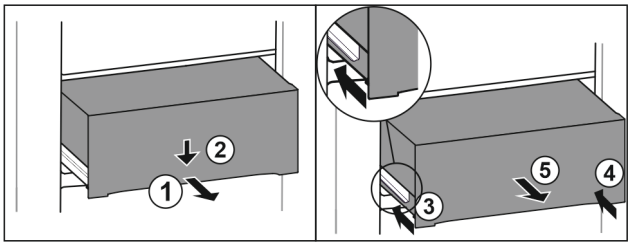

Fig. 187
▶ Pull out drawer half-way. *Fig. 187 (1)*
▶ Push the drawer down at the front. *Fig. 187 (2)*
▶ Push the left rail in by about 2 cm. *Fig. 187 (3)*
▶ Push the right rail in by about 2 cm. *Fig. 187 (4)*
▶ Remove drawer to the front. *Fig. 187 (5)*